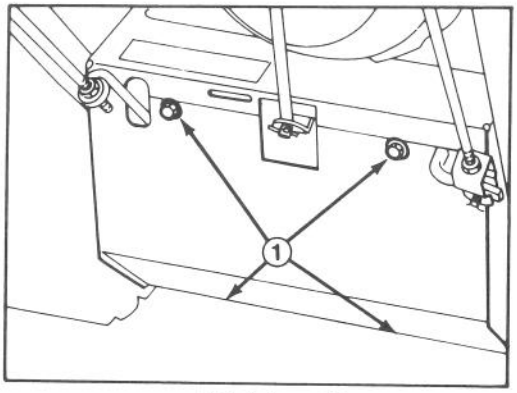

Abbildung 28
1. Die vier Blechschrauben, mit denen der untere Schutz an den Rahmen montiert ist, entfernen. Den unteren Schutz abnehmen (Abb. 28.)